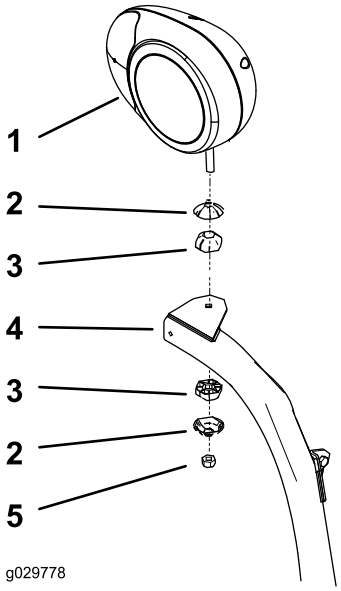

Bild 14
3. Befestigen Sie den rechten und linken Scheinwerfer mit den Befestigungen, die den Scheinwerfern beiliegen, an den Scheinwerferhalterungen (Bild 14).